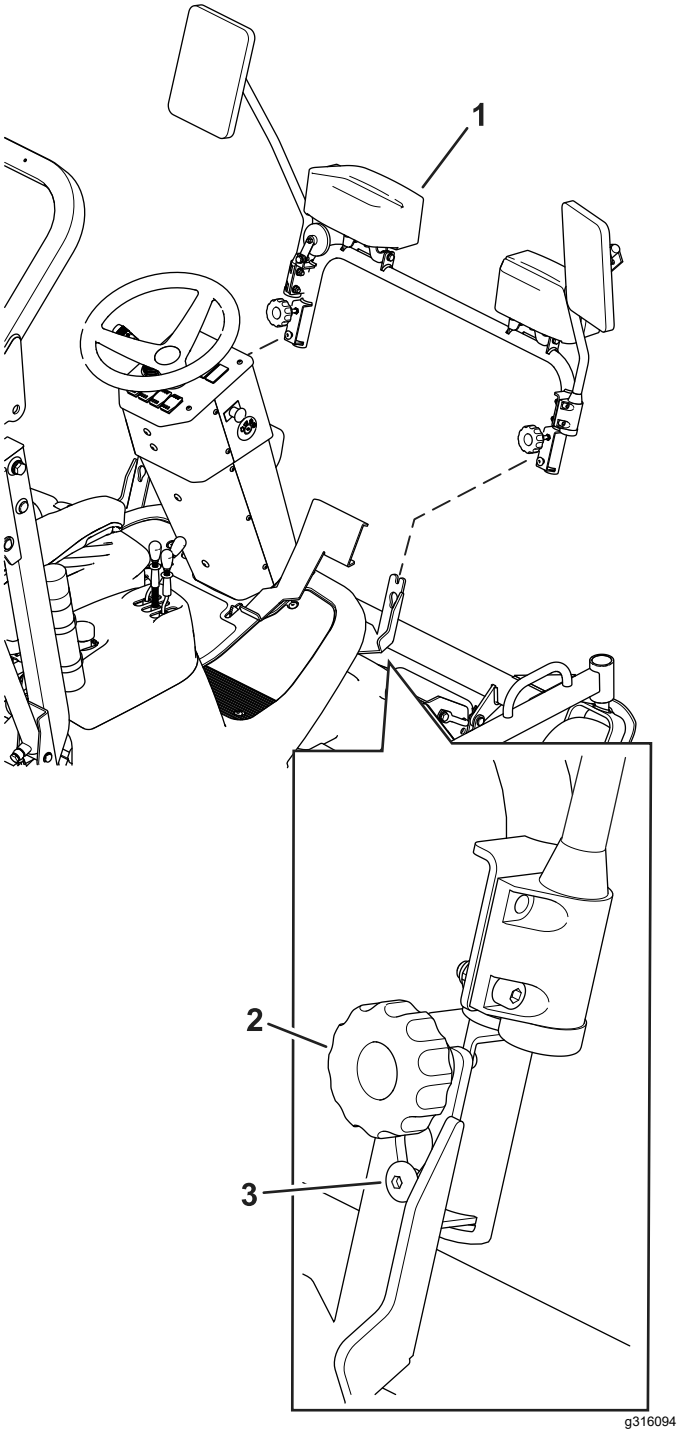

图 8
1. 用支架中的槽将前灯安装到机器支架上图 8。
2. 拧紧旋钮图 8。